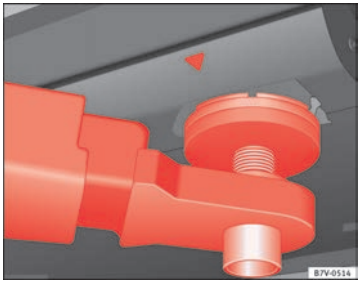
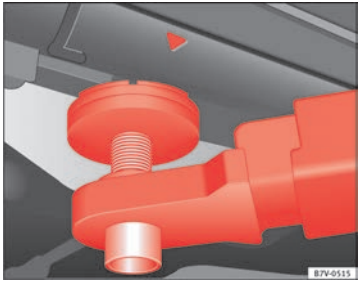

Fig. 130 Front jacking points for raising vehicle with lifting platform or jack
Fig. 131 Rear jacking points for raising vehicle with lifting platform or jack
Always use the jacking points indicated in the figures ⇒ Fig. 130 and ⇒ Fig. 131 when raising the vehicle. If the vehicle is not lifted at these points, it could be seriously damaged ⇒ ⓘ or lead to serious injury ⇒ ⚠.
- **Only use the jacking points indicated in the figures ⇒ Fig. 130 and ⇒ Fig. 131 when raising the vehicle. If the vehicle is not lifted at the indicated points, it may fall from the platform while the engine or gearbox is being dismounted, for example.**